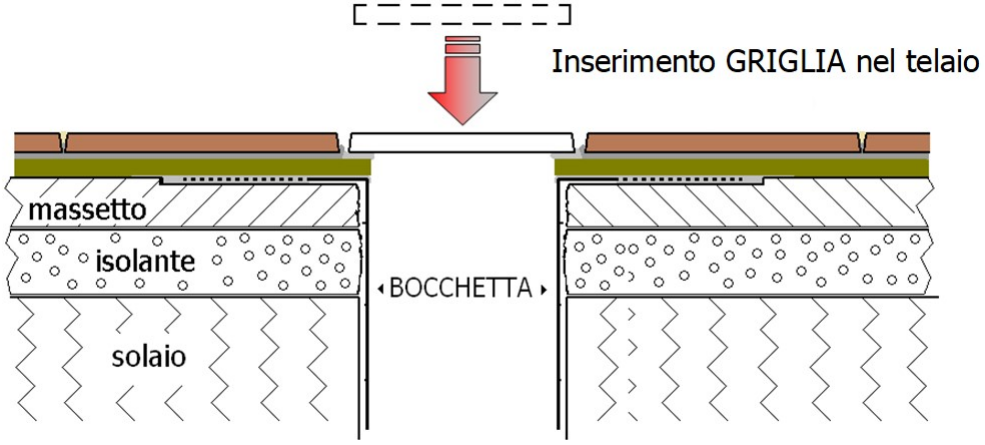

Fig. 9: inserimento della griglia nel portagriglia
• inserire la griglia in plastica nell'apposito telaio porta-griglia (vedi Fig. 9);